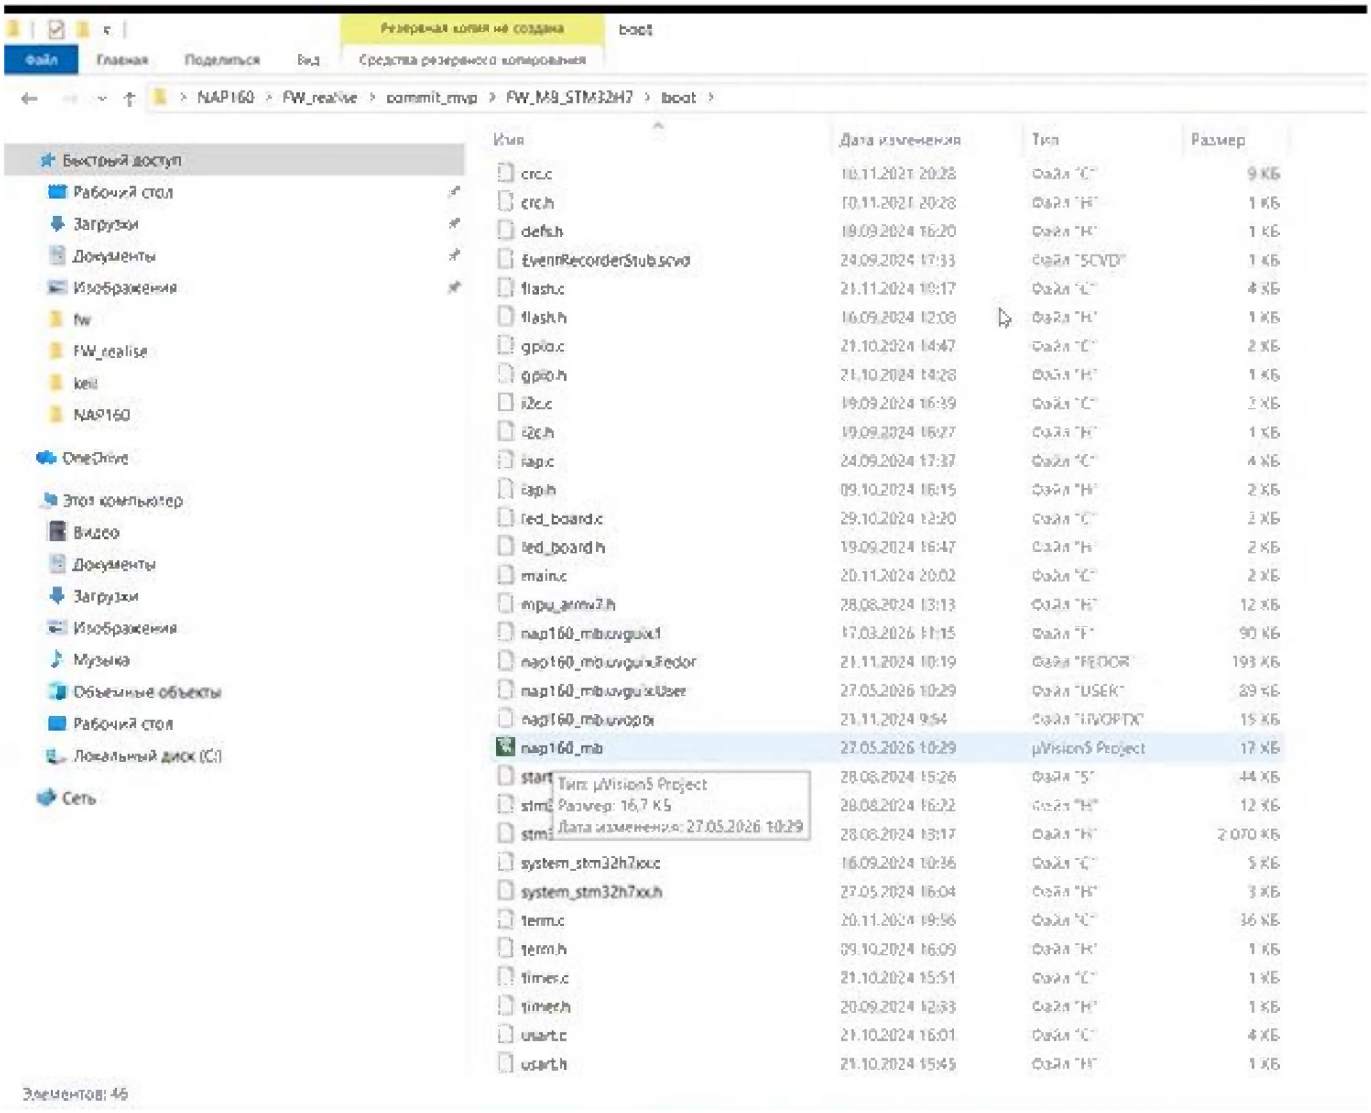

Рисунок 3
4.1.1 С помощью ПО µVision5 отрыть проект загрузочной части, обычно: C:\Рабочий стол\NAP160\FW_realise\commit_mvp\FW_MB_STM32H7\boot\nap160_mb (Рисунок 3).